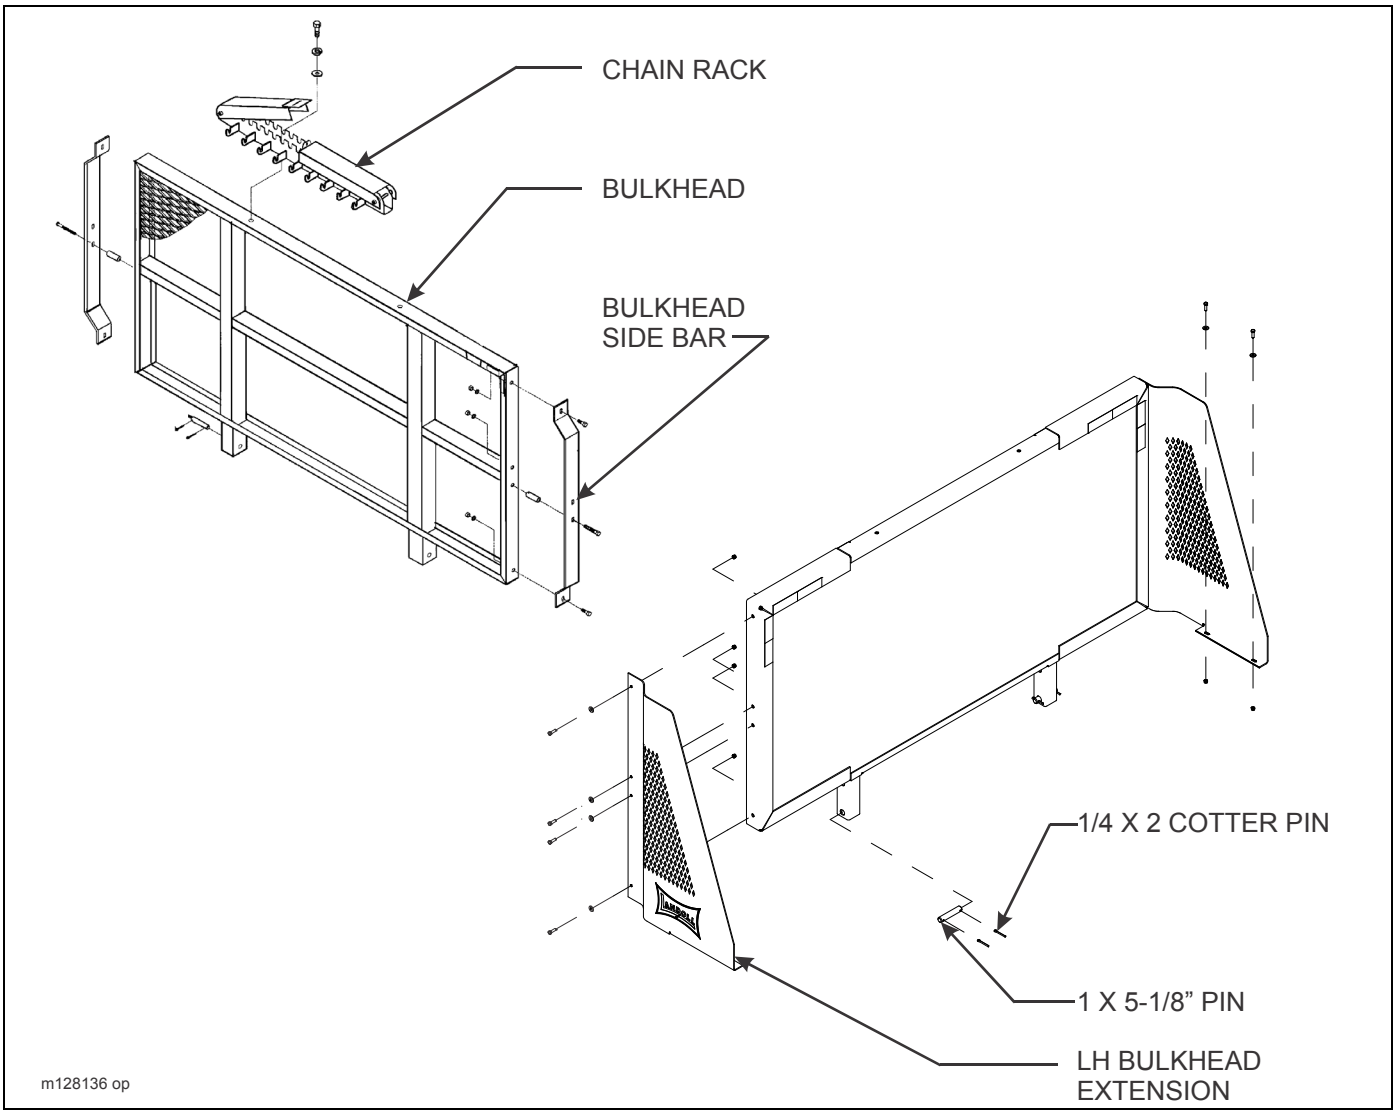

Figure 3-14: Bulkhead (Option)
1. Optional bulkheads may come with or without chain racks. To remove a bulkhead, disconnect the electrical harness (if work lights are present), remove retaining pins holding the bulkhead into the pockets on the semitrailer front and bolts and nuts attaching the bulkhead extensions and supports to the deck, and lift the bulkhead off **(See Figure 3-14.)**